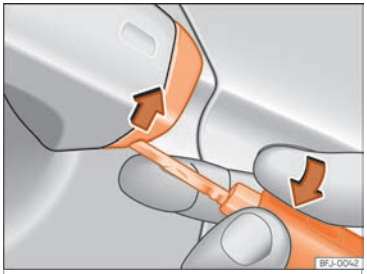

Fig. 80 Poignée de la porte du conducteur : détachez le cache en faisant levier.
- Introduisez le panneton dans l'ouverture inférieure du cache de la poignée de la porte du conducteur ››› fig. 80 et soulevez le cache.